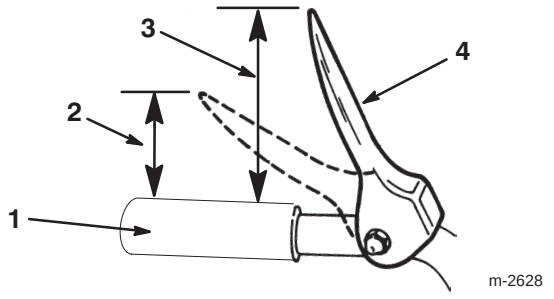

Figur 13
5. Mål avstanden mellom toppen av håndgrepet og bunnen av spiralbladets/viftehjulets drivkontrollspak. Denne avstanden skal være om lag 10 cm, som vist i figur 13.
Obs: Kraften du må bruke til å presse spaken, økes merkbart når du fjerner dødgangen fra drivremmen til spiralbladet/viftehjulet (omtrent en halvdel av spakbevegelsen). Justeringen er korrekt når kraften *begynner* å øke og avstanden mellom toppen av håndtaket og bunnen av spiralbladets/viftehjulets drivkontrollspak er 5 cm, som vist i figur 13.